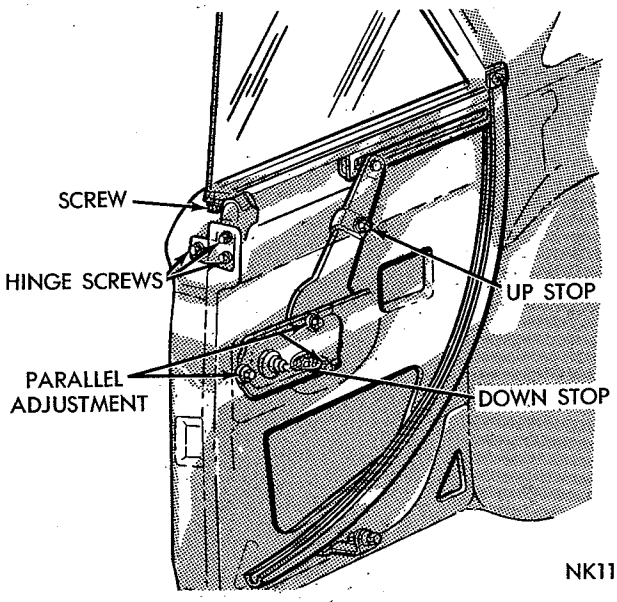

*Fig. 163—Quarter Window Adjustments—Valiant Hardtop*
(2) Position up stop (Fig. 163) down against regulator arm and tighten securely in place.
(3) Roll glass 2/3 way down, loosen screw at front of quarter window, move glass assembly on hinge upward and tighten screw.
(4) Raise window and inspect seal between rear edge of door glass and front edge of quarter window.
(5) With door open, loosen screws at front of quarter panel top edge and move glass upward until firmly seated into weatherstrip.
(6) Close door and inspect fore and aft seal.
(7) Lower window until front of glass is even with or slightly below the belt line. Tighten the down stop on regulator plate.